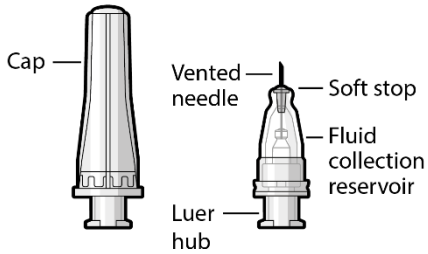

Figure 33
- SUSVIMO refill needle (Figure 33) consists of a 34 G vented needle assembly, silicone soft stop, and a 5 µm integrated filter within the needle hub. It is designed to simultaneously exchange the contents of the implant reservoir with replacement ranibizumab in an office-based setting. As replacement ranibizumab is administered into the implant through the stainless-steel cannula, fluid remaining in the implant flows through openings in the vented needle and is collected in the fluid collection reservoir.